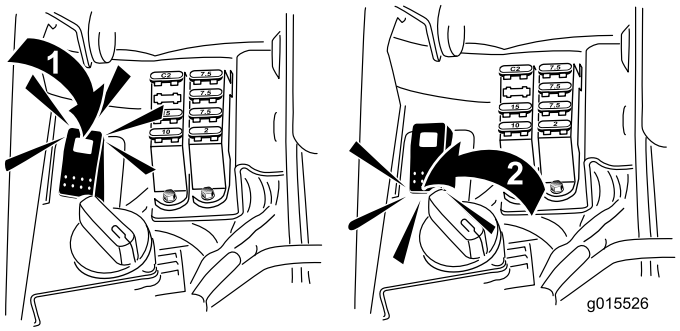

Figur 53
5. Drei slipebryteren til stillingen R (Figur 53).